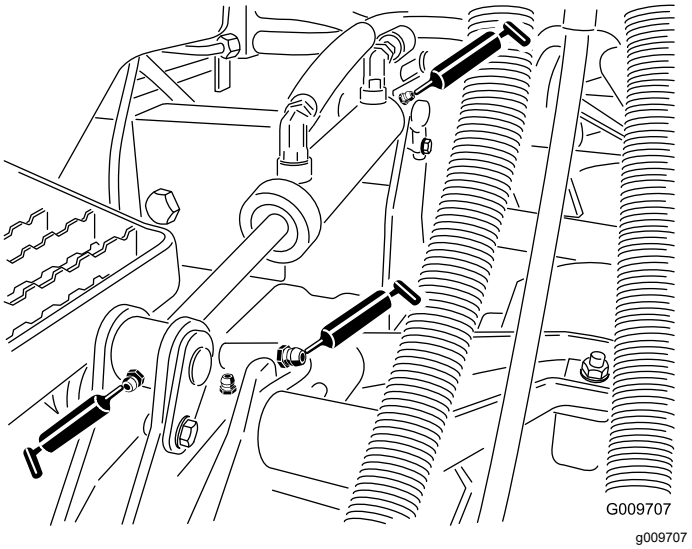

Figuur 84
- Lagerbussen van hefarm (1 per maai-eenheid); zie Figuur 84
- Lagerbussen van hefcilinder (2 per maai-eenheid); zie Figuur 84